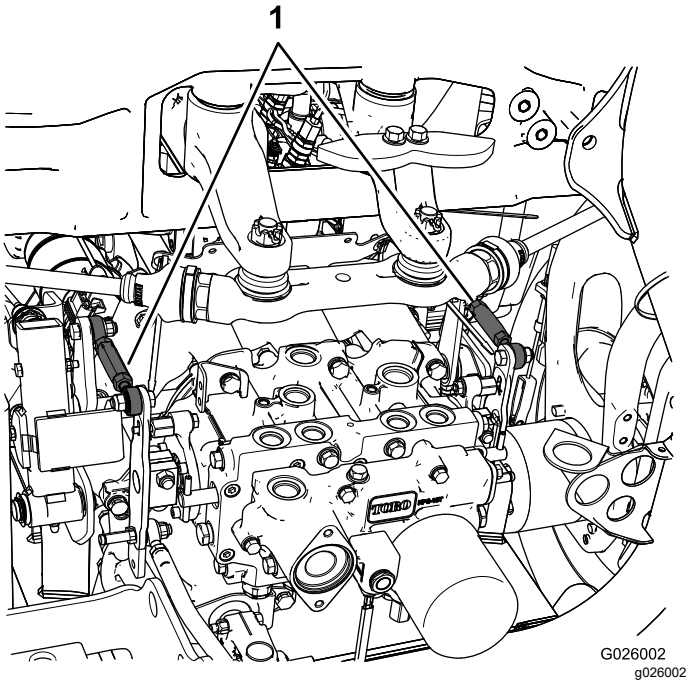

Figur 49
- Om vänster bakhjul snurrar ska du lossa på kontramuttrarna på transmissionens vänstra reglagestång (Figur 49).